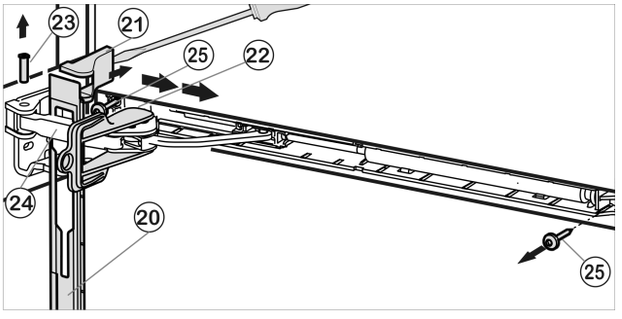

*Fig. 11*
▶ Pousser le panneau par-dessus l'étrier de l'amortisseur *Fig. 11 (24)* vers l'avant en direction de l'appareil.
▶ Encliqueter le dispositif d'arrêt *Fig. 11 (22)* dans le trou longitudinal.
▶ Soulever le cache *Fig. 11 (21)* par le côté extérieur à l'aide du tournevis et l'enlever vers l'extérieur.
▶ Chasser le pivot *Fig. 11 (23)* par le bas.
▶ Pousser l'étrier de l'amortisseur *Fig. 11 (24)* direction porte.
▶ Ôter le panneau *Fig. 11 (20)* .
▶ Dévisser l'ensemble de l'unité d'amortisseur de fermeture (2 Torx® 15) *Fig. 11 (25)*.